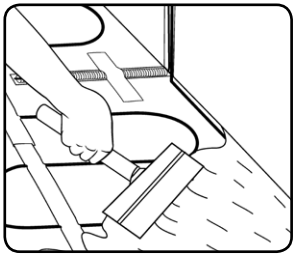

fig. 13
-Ahora que ha colocado la manta calefactora y la sonda de suelo, es posible aplicar el material de agarre con una espátula o utensilio similar (Ver fig. 13). Asegúrese durante el proceso de que el material de agarre penetre en la manta y cubra todo el cable. **No dejar bolsas de aire!** Siga las instrucciones del fabricante al aplicar el material de agarre. Utilice una espátula lisa o similar para nivelar la manta calefactora que usted ha colocado.